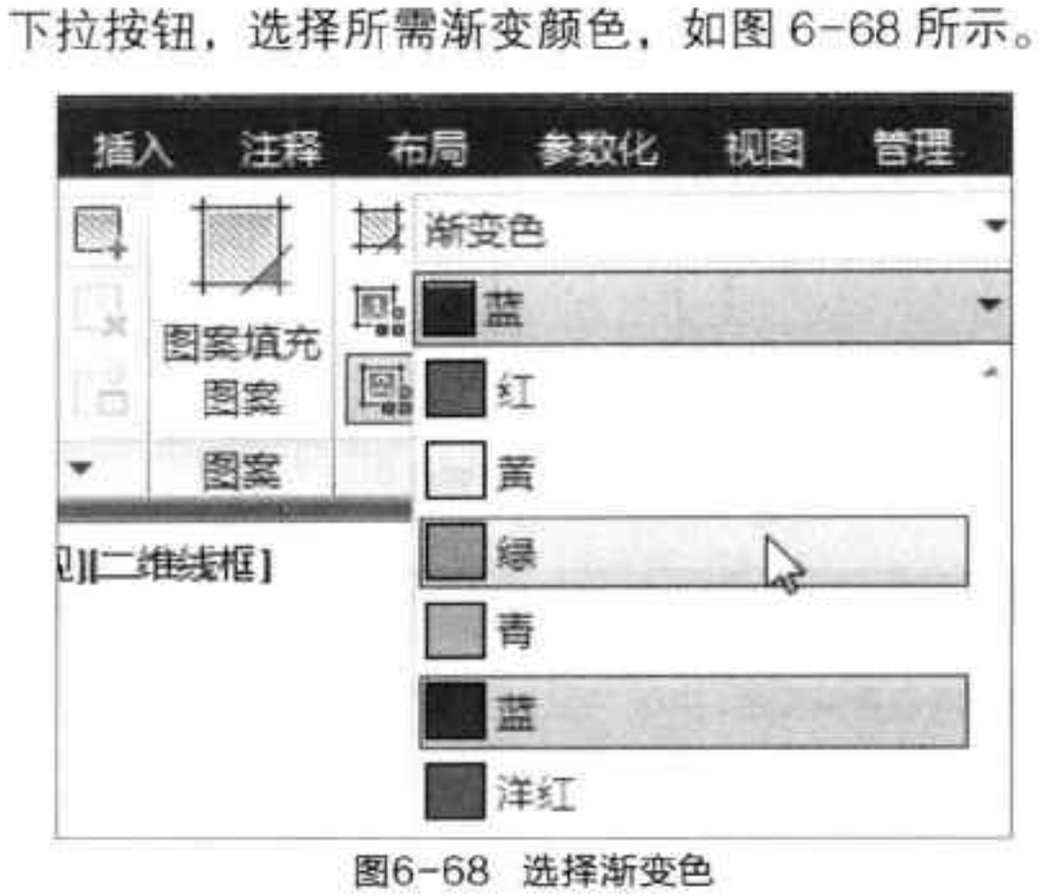

图6-68 选择渐变色
Step 01 执行“默认 > 绘图 > 图案填充 > 渐变色”命令，在打开的功能面板中，单击“渐变色 1”下拉按钮，选择所需渐变颜色，如图 6-68 所示。